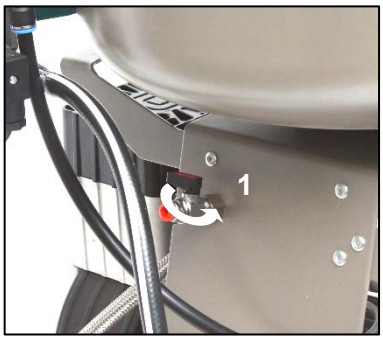

Abb. 14
Für Wartungsarbeiten oder aus anderen Gründen wird der Kompressor über den Druckschalter (1) abgeschaltet, indem der Wahlschalter (2) auf die „0“-Position gestellt und der **Netzstecker aus der Steckdose gezogen wird.** Damit wird der Kompressor von der Stromversorgung getrennt. Öffnen Sie anschließend das Ablassventil (Abb. 14), um den Druck im Drucklufttank komplett abzulassen.
Kompressoren (Abb. 14)
Wenn der Kompressor über einen längeren Zeitraum nicht genutzt wird, lassen Sie das Kondensat vollständig aus dem Behälter ab. Schalten Sie anschließend den Kompressor 10 Minuten lang ein und lassen Sie das Ablassventil (1) (Abb. 14) offen. Schalten Sie den Kompressor mittels des Schalters (2) auf dem Druckschalter (1) (Abb. 13) aus, schließen Sie das Ventil für den Kondensatablass und trennen Sie das Gerät vom Stromnetz.
- Lassen Sie Druckluft aus dem Druckluftbehälter durch Öffnen des Ablassventils (1) (Abb. 14) ab.